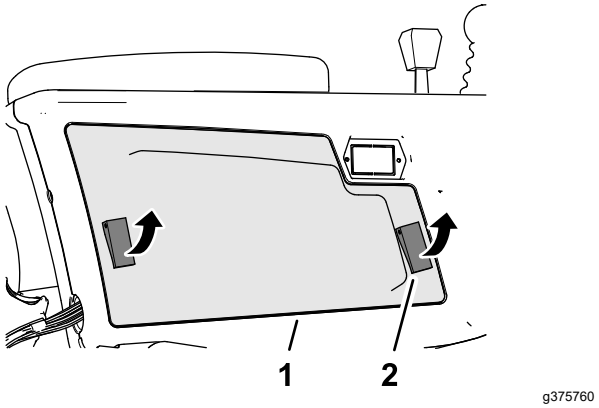

Рисунок 129
2. Откройте 2 защелки, которые крепят крышку рычага управления к рычагу управления, и снимите крышку (Рисунок 129).